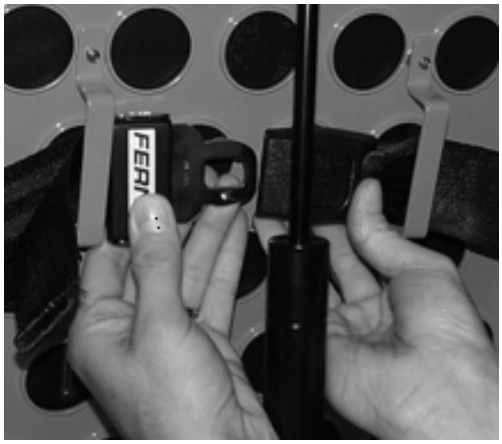

Abbildung 51
4. Die Gurte um die Rückenlehne wickeln und die Enden der Gurte durch die Haltebügel führen. Das Gurtschloss gut befestigen (siehe Abbildung 51).